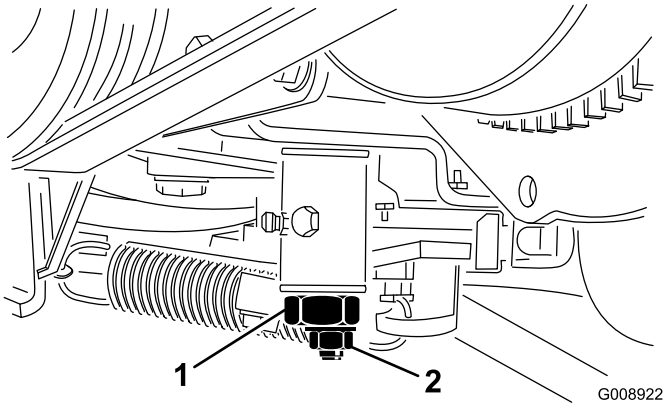

Figur 65
3. Lossa låsmuttern på justeringskammen för hjuldrivningen (Figur 65).